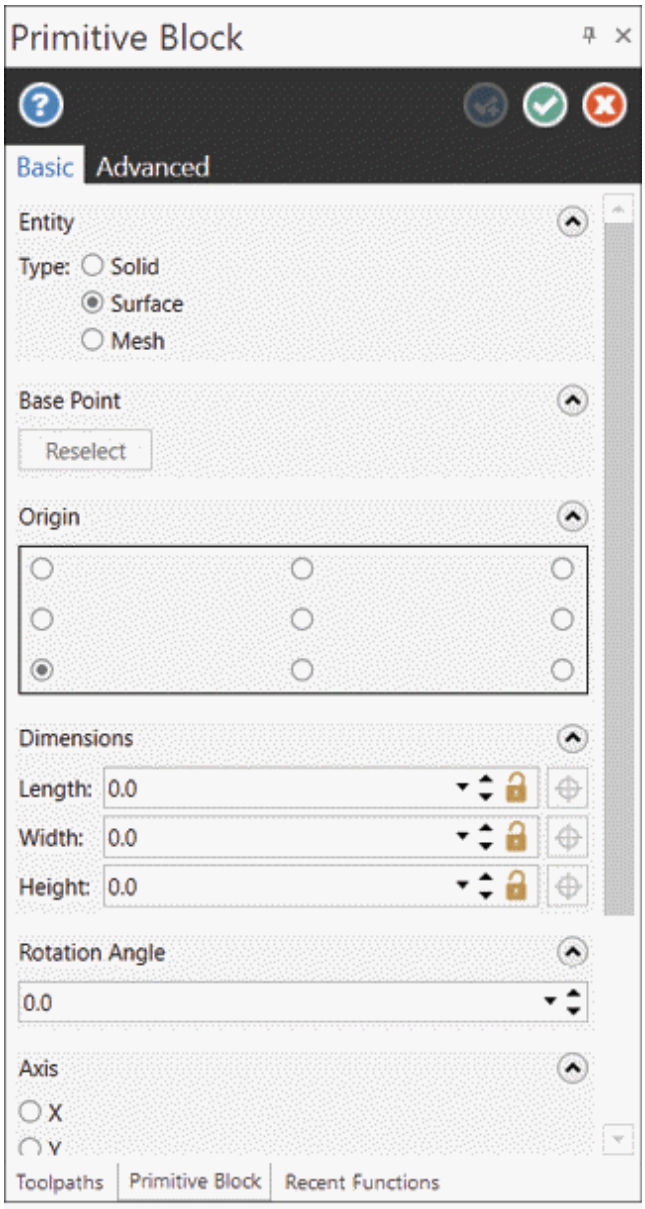

Figure-4. Primitive Block Manager
- Click on the **Block** tool from the **Simple** group in the **Surfaces** tab of the **Ribbon**. The **Primitive Block Manager** will be displayed; refer to Figure-4 and you will be asked to specify base point for block.